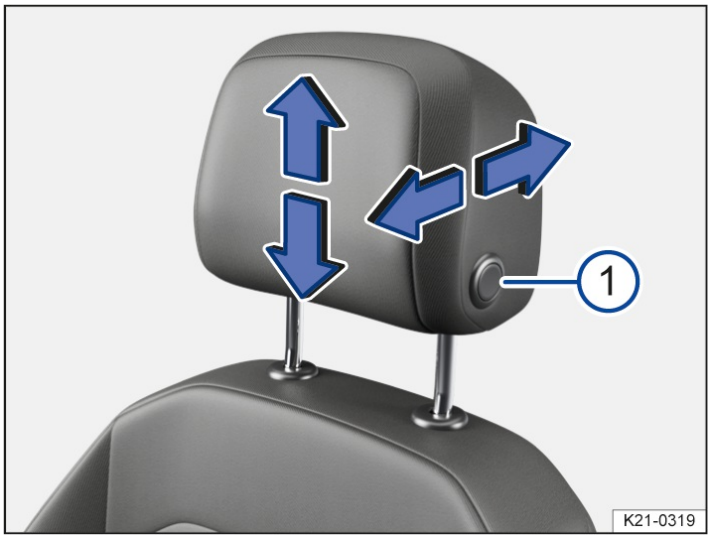

Fig. 4 Adjusting the front head restraint with forward/backward adjustment (general example).
1. Push the head restraint forward in the direction of the arrow or, keeping the button→ *fig. 4* (1) pressed, push the head restraint backward.